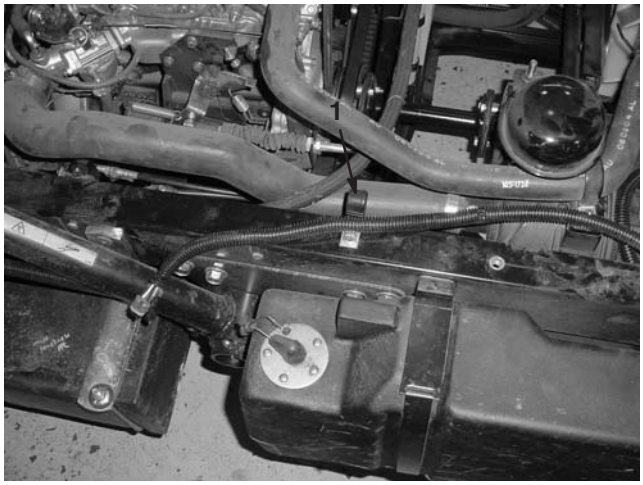

Bild 21
8. Befestigen Sie einen Hakenclip mit einer Kopfschraube (3/8–16 x 3/4) am Querbalken des Fahrzeugrahmens, siehe Bild 21. Verlegen Sie den Kabelbaum durch den Hakenclip, siehe Bild 21.